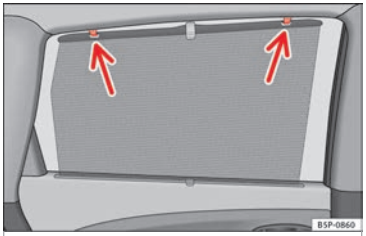

Fig. 68 Rear door blind.
– Pull out the visor and hook it onto the hooks at the top of the door frame ››› Fig. 68.